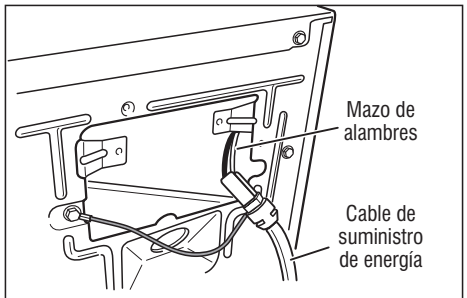
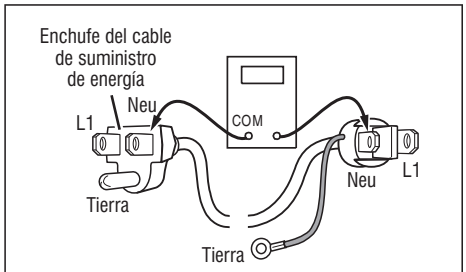

Figura 3 *Conexión del cable de energía al mazo de alambres para la secadora a gas.*
Figura 4 *Terminales del cable de suministro de energía, secadora a gas.*
3. Compruebe que el cable de energía esté conectado firmemente al mazo de alambres de la secadora. Vea la figura 3.
5. Con un ohmímetro, compruebe la continuidad entre el terminal neutro (NEU) del enchufe y P1-2 (alambre blanco) en la tarjeta de control de la máquina. El lado izquierdo de la figura 4 muestra la posición del terminal neutro (NEU) en el enchufe del cable de suministro de energía.
- ➔ Si no hay continuidad, desconecte el alambre blanco del mazo de alambres del cable de energía en el lugar indicado en la figura 3. Pruebe la continuidad del alambre neutro del cable de energía como se ilustra en la figura 4. Si se encuentra un circuito abierto, cambie el cable de energía. Si no es así, vaya al paso 6.
- ➔ Si no hay continuidad, compruebe la continuidad del cable de energía en una forma similar a la que se muestra en la figura 4 pero para el alambre del cable L1.